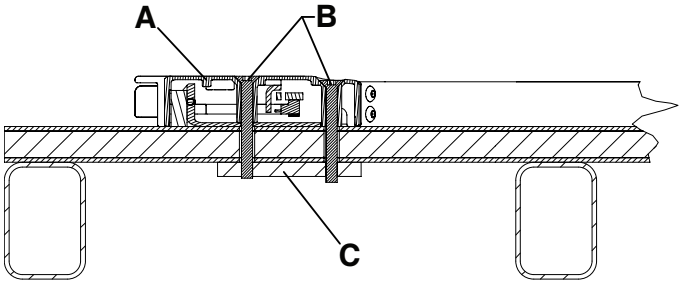
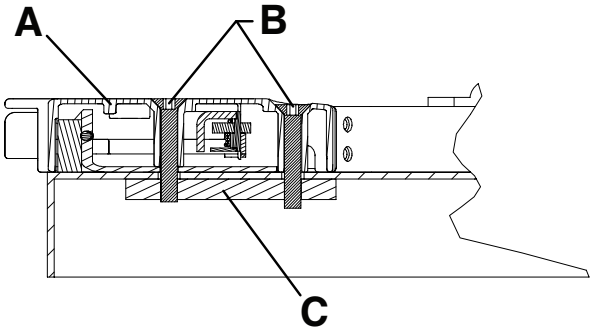

Afbeelding 7 – Vloerbevestiging voeteneinde - Weergave 3A
Afbeelding 8 – Laadbakbevestiging voeteneinde - Weergave 3B
3. Veranker het voeteneindevergrendelingshuis (A) aan de vloer of de laadbak met vier M8 platkopschroeven (B) (niet meegeleverd).
Opmerking - Een stalen achterplaat (C) (of equivalent) is vereist voor extra steun (niet meegeleverd) (Afbeelding 7 of Afbeelding 8).